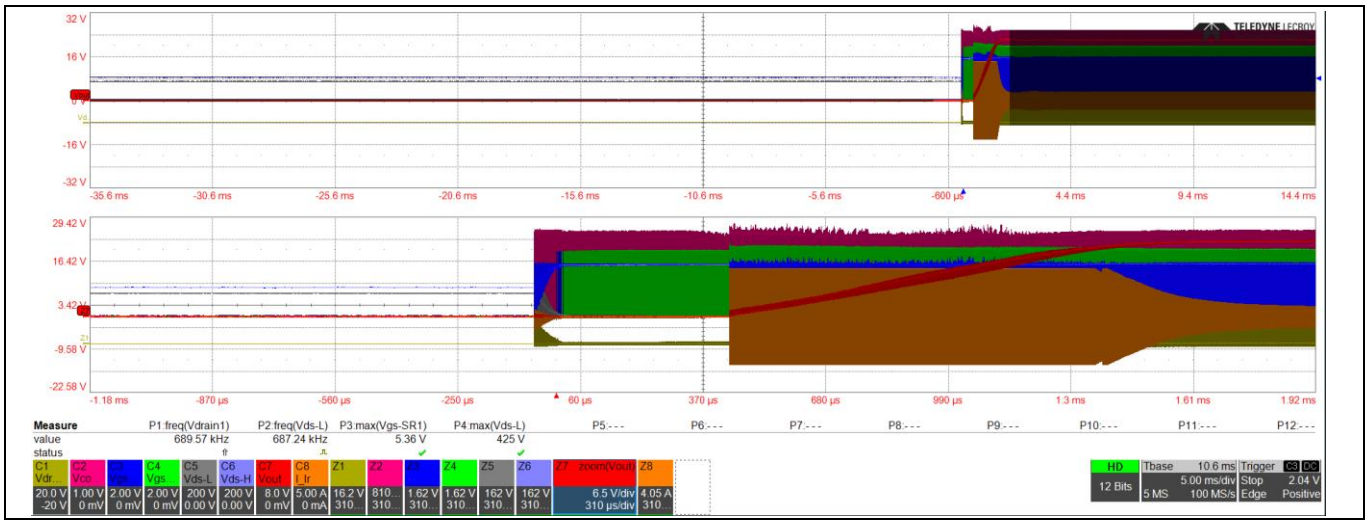
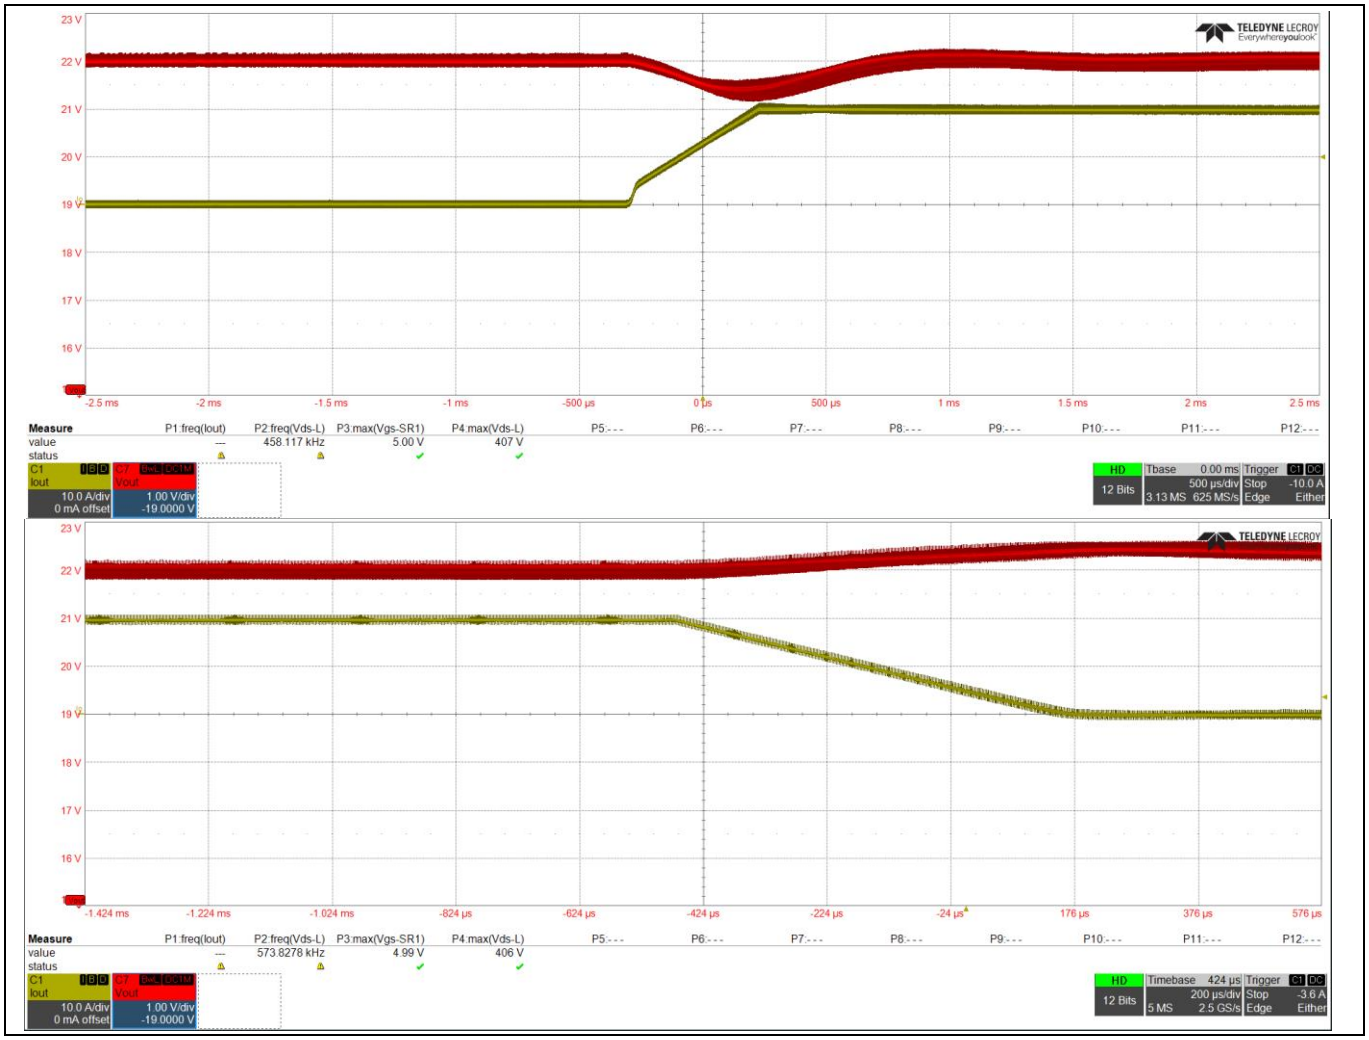

Figure 20 DC output startup transient with 400 V DC input (Ch7: DC output)
Figure 21 DC output transient with full load-step change under 400 V DC input (Ch1: DC output load current, Ch7: DC output with 19 V offset)
6. Find the **Operation** button in the PMB window of the GUI, Select **Output ON** and then click **Write** button to generate the PWMs to soft-start the board. Figure 20 shows the soft startup of the converter with 400 V DC supply turn-on. Figure 21 shows the output voltage transient when a full load-step change is applied and when the load is turned off. Less than 1 V overshoot and undershoot is observed in a full load-step change.